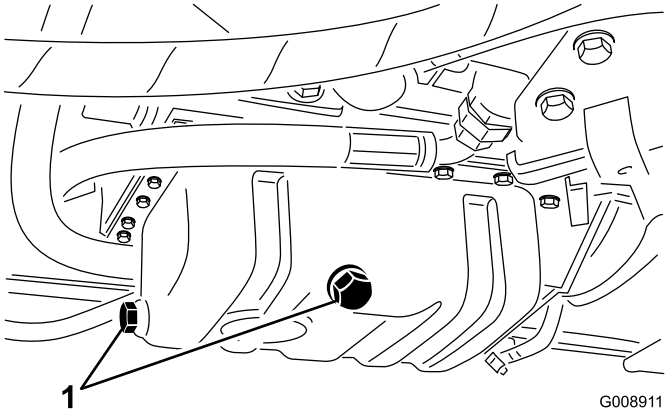

Figur 64
1. Ta bort en av avtappningspluggarna (Figur 64) och låt oljan rinna ned i avtappningskärlet. Sätt tillbaka pluggen när oljan har slutat att rinna.